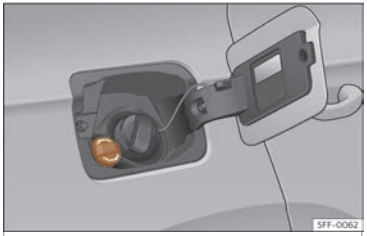

Fig. 208 Tap de la boca d'ompliment del dipòsit d'AdBlue.
- Obriu la tapa del dipòsit››› fig. 208.
- Feu girar el tap de tancament de la boca d'ompliment d'SCR cap a l'esquerra ››› fig. 208.